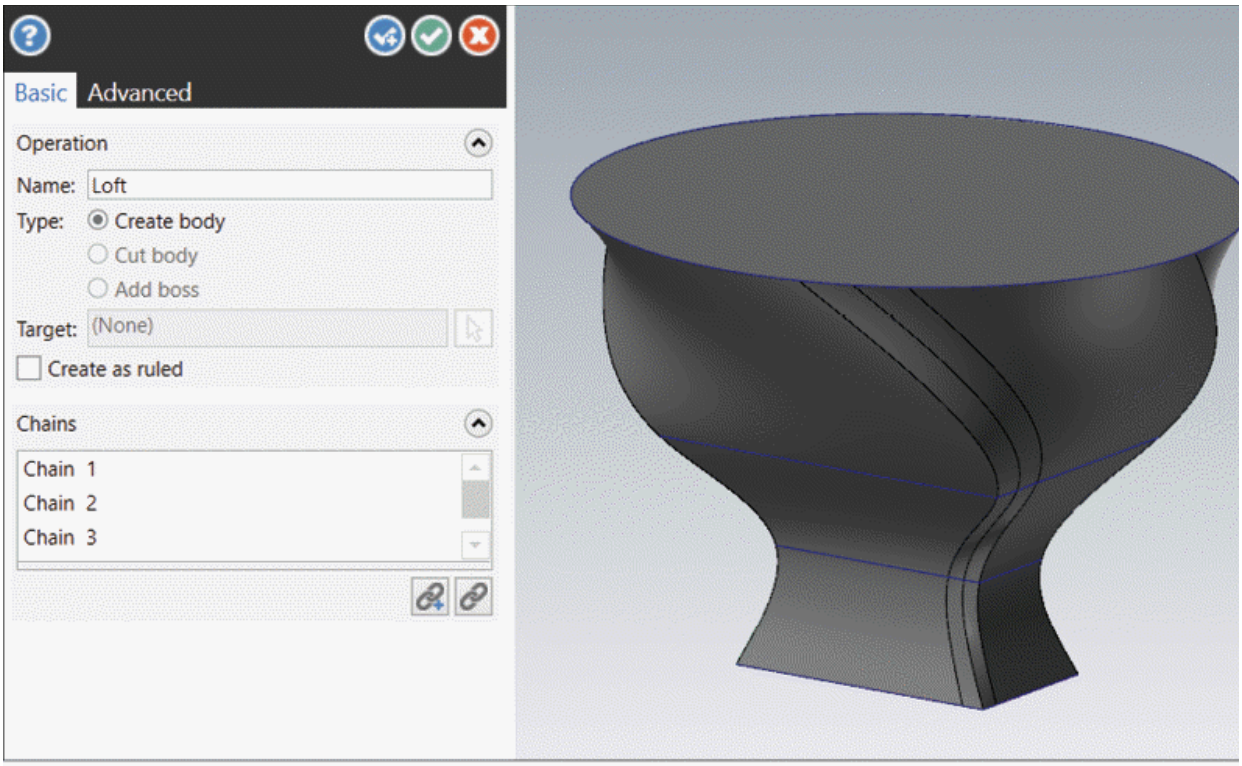

Figure-25. Preview of solid loft feature
- After selecting desired curve chains, click on the **OK** button from selection box. Preview of the loft feature will be displayed; refer to Figure-25.